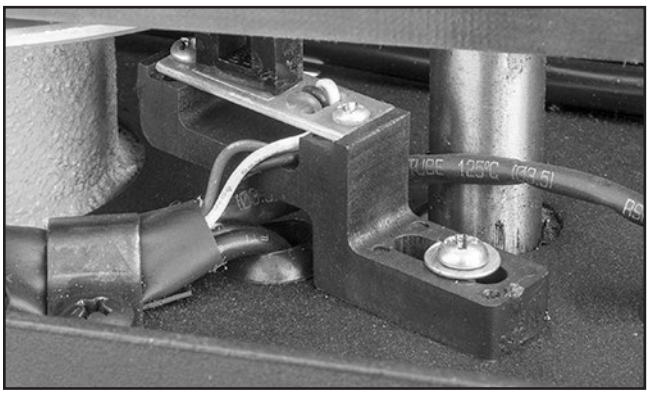

**Figure 52.** Cords fed into headstock.
**3.** Open belt cover and identify which cord is connected to worklight by lightly tugging cords fed into headstock (see **Figure 52**).